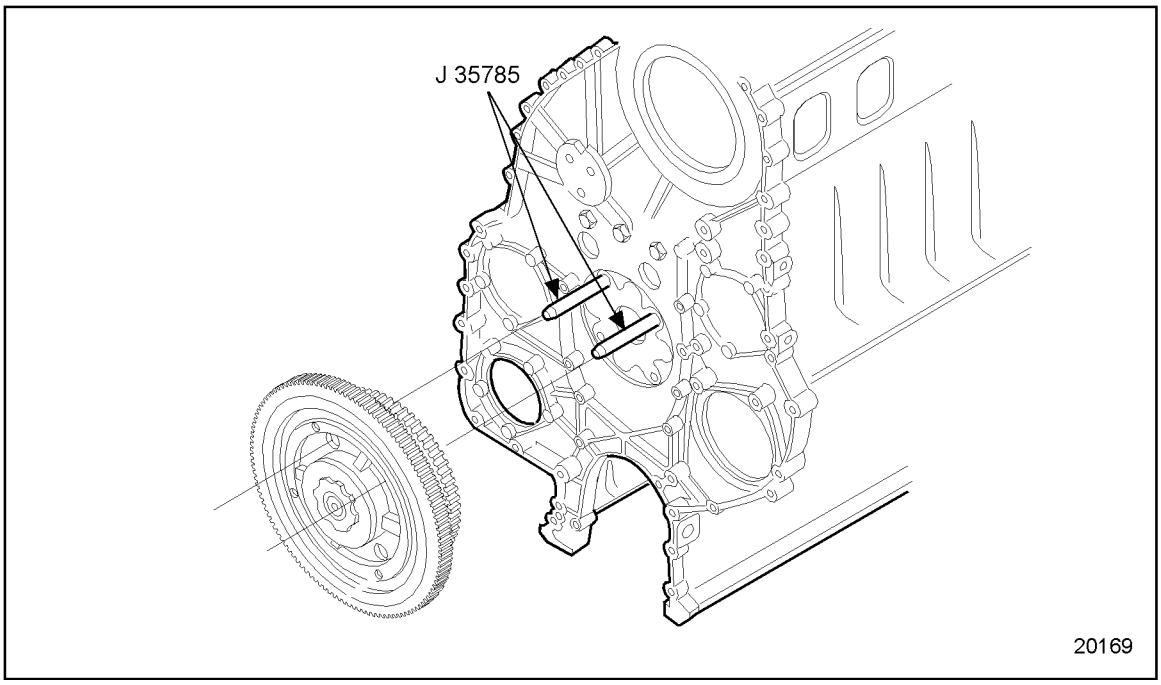

Figure 1-220 Bull Gear Guide Stud Installation
16. Install two bull gear guide studs, J 35785 to the cylinder block. See Figure 1-220.